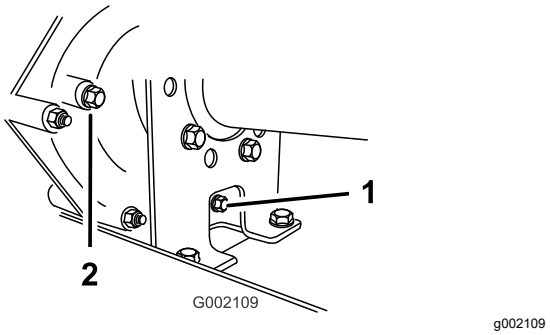

Figuur 50
2. Maak de omgeving van de vulplug en de aftapplug schoon met een doek (Figuur 50).
4. Verwijder de vulplug door deze linksom te draaien (Figuur 50).
5. Verwijder de aftapplug door deze linksom te draaien (Figuur 50).
6. Monteer de aftapplug en de pakking en draai deze vast in de opening voor de aftapplug in de transmissie (Figuur 50).
7. Vul het reservoir (Figuur 51) door de vulplugopening met ongeveer 1,4 liter olie van het aanbevolen type, of giet net zo veel olie bij tot het oliepeil in de transmissie tot de onderste schroefdraad reikt. (Figuur 50).
8. Monteer de vulplug en de pakking en draai deze vast in de vulplugopening van de transmissie (Figuur 50).
10. Controleer het vloeistofpeil en voeg meer vloeistof toe als het peil niet tot de schroefdraad in de vulplugopening reikt (Figuur 50).